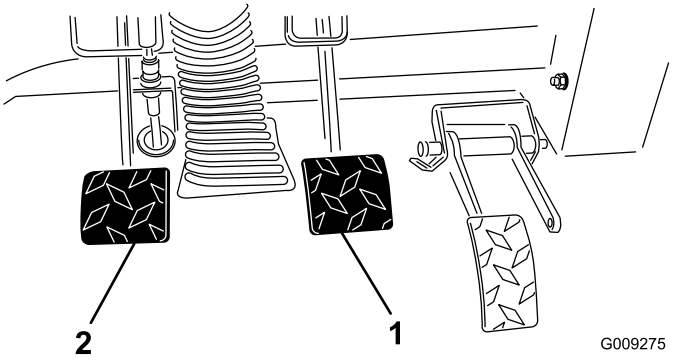

Figuur 65
2. Til het rempedaal omhoog (Figuur 65) totdat dit contact maakt met het frame.